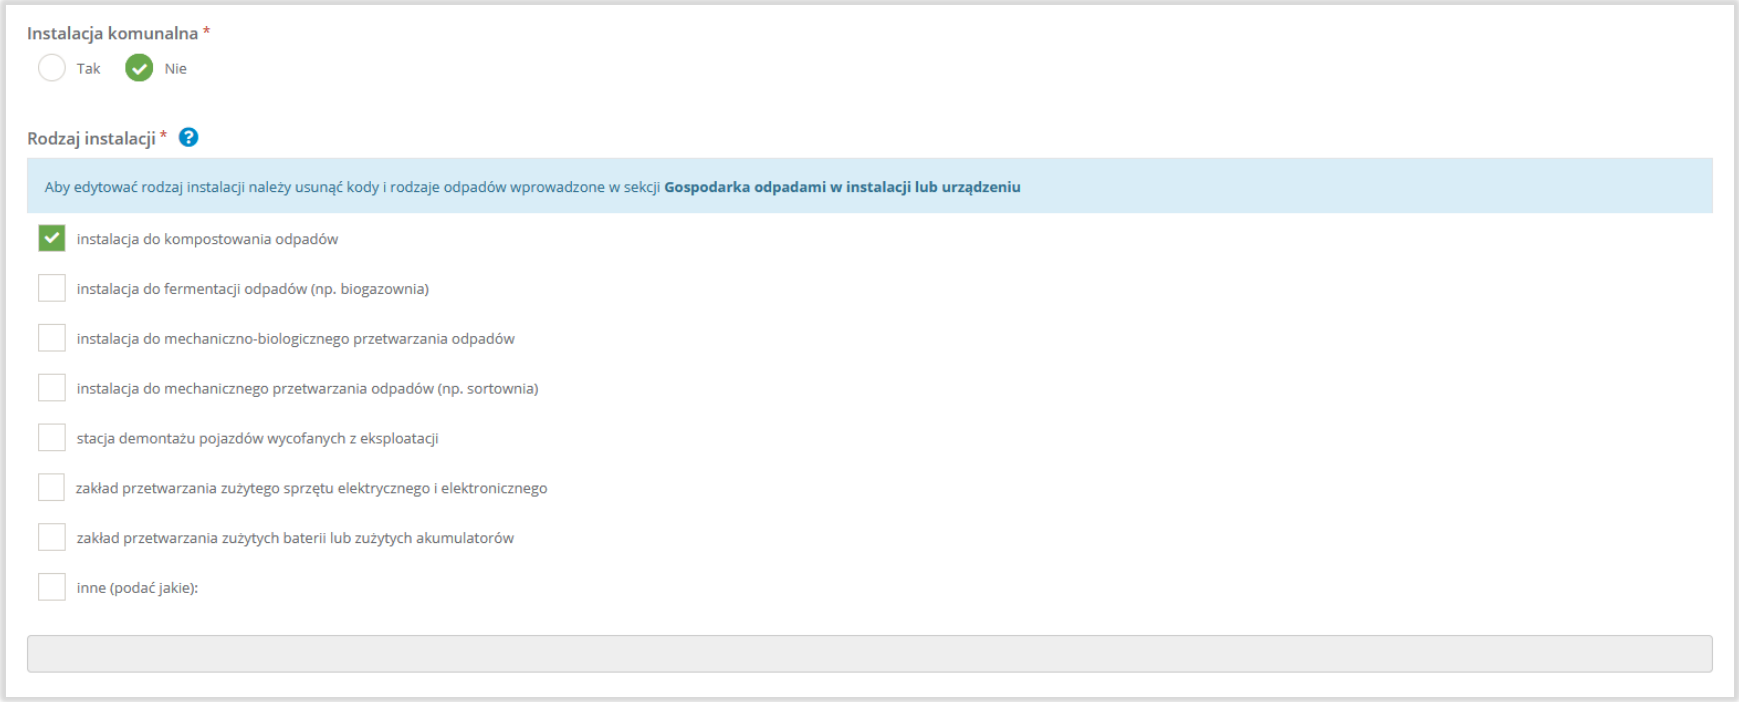

Rysunek 8 Rodzaj instalacji
- lub inne (podać jakie). **[RYSUNEK 8]**